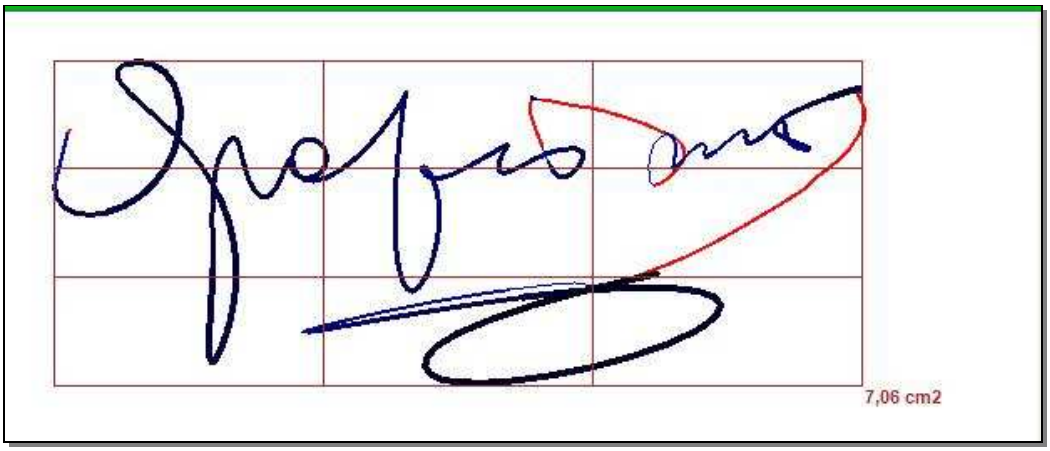

Figura 16: Detalle del grafismo en la solapa ANÁLISIS donde se muestra el ejemplo de cálculo de área.
c. Cálculo de Área (íconos grillas): dibuja un rectángulo a partir de los puntos gráficos más extremos del trazado en Zona de Trabajo sin considerar el trazo aéreo inicial y arroja el valor de la superficie en centímetros cuadrados, con dos decimales (Figura 16). Tiene opciones para subdividir esa superficie en cuartos, novenos, dieciseisavos, trazar diagonales y un recuadro interior.